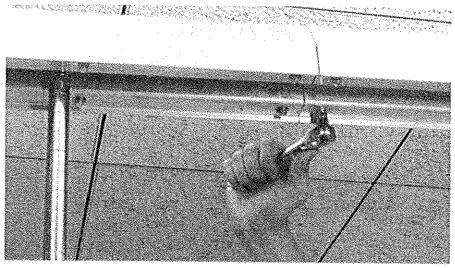

FIG. 5
7. Take an additional length of track and slide it over the protruding "J" channels until it contacts the existing track. Fasten the track to the "J" channels per operation #5 (Fig. 5). Repeat this operation for the opposite track section.